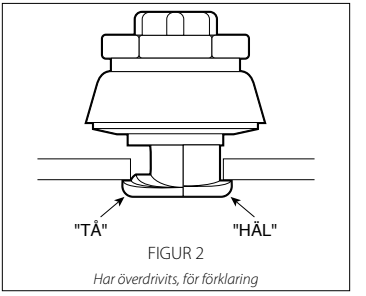

FIGUR 2
5. POSITIONERA TYP 923 ELLER 924: Flytta på typ 923 eller 924 för att positionera "hälen" inuti röret. **OBS!** Hälen ska placeras enligt figur 2 ovan för att säkerställa korrekt prestanda under driftsförhållanden.